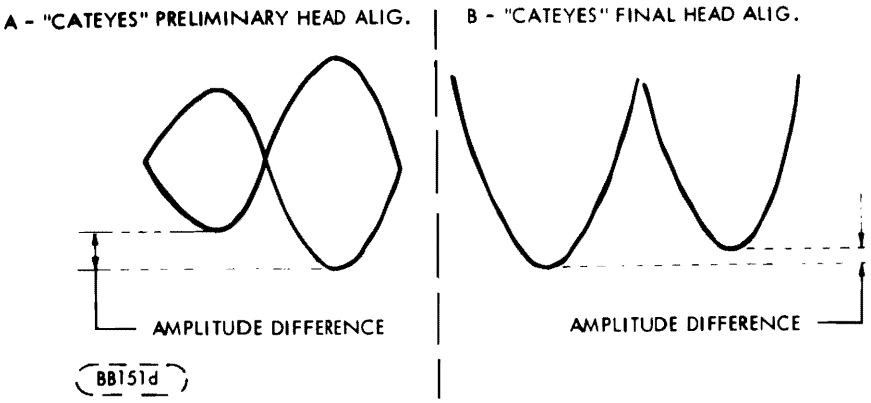

Figure 6-8. Head Alignment Amplitude
Scope trace after trigger level is adjusted for repetitive trace should display an ervelope of data "Cateyes" consisting of two lobes (refer to Figure 6-8 A). If no such pattern can be displayed, manually turn the stepper motor shaft extending from the rear of the stepper motor one-quarter turn either way to locate pattern. Then proceed to step "h".
g. Change the volts/div of Channel 1 and Channel 2 to 0.02 volts/div. Move the trace on the scope (Position Knob) up until the bottom of the two lobes are setting approximately on the base line (refer to Figure 6-8 B). For an acceptably aligned unit, the voltage ratio of the smaller lobe to the larger lobe should exceed 80%.